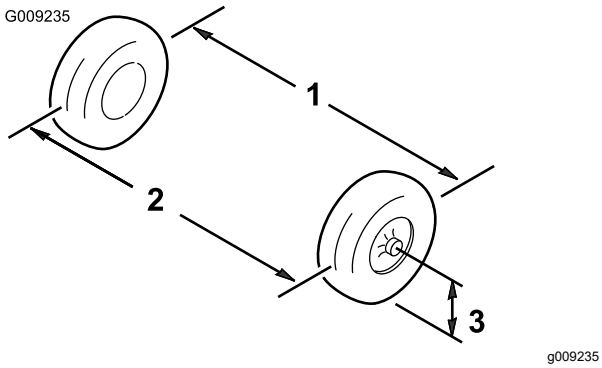

Figur 49
1. Mål afstanden mellem begge fordækkene ved akselhøjden ved både forsiden og bagsiden af fordækkene (Figur 49).